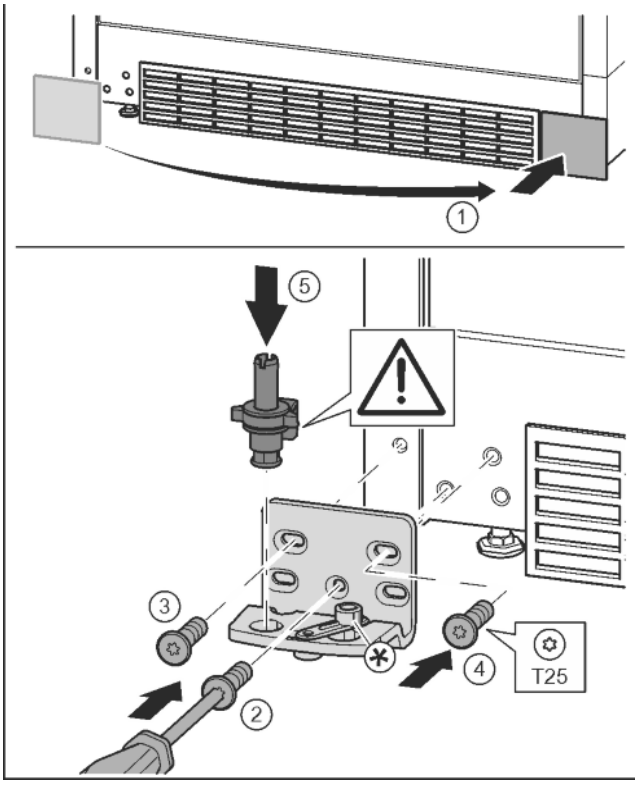

Fig. 16
▶ Remove the cover and fix it on the other side. *Fig. 16 (1)*
▶ Place the bearing bracket on the other side and screw in with the aid of a T25 screwdriver. Start with screw 2 at the bottom in the middle. *Fig. 16 (2)*
▶ Screw in screws 3 and 4. *Fig. 16 (3, 4)*
▶ Insert the bearing pin completely. Make sure that the catch mechanism is pointing to the rear. *Fig. 16 (5)*